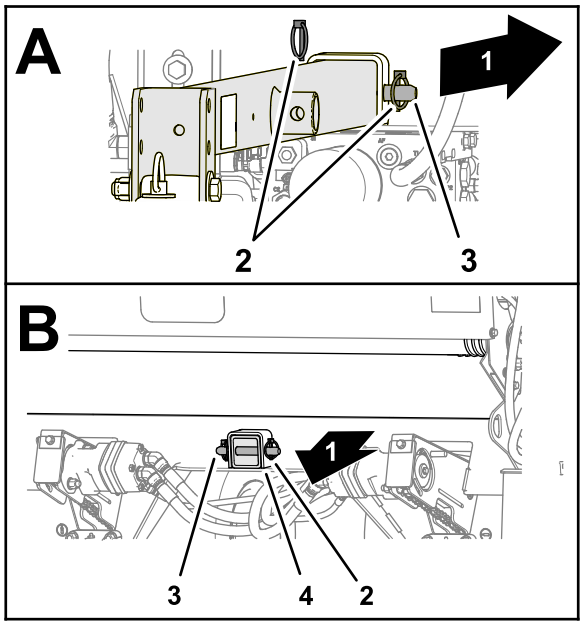

Figur 4
2. Innrett hullene i slepestaget med hullene i mottagerrøret, og fest slepestaget til rørene med to splittpinner og fire ringstifter (Figur 4).